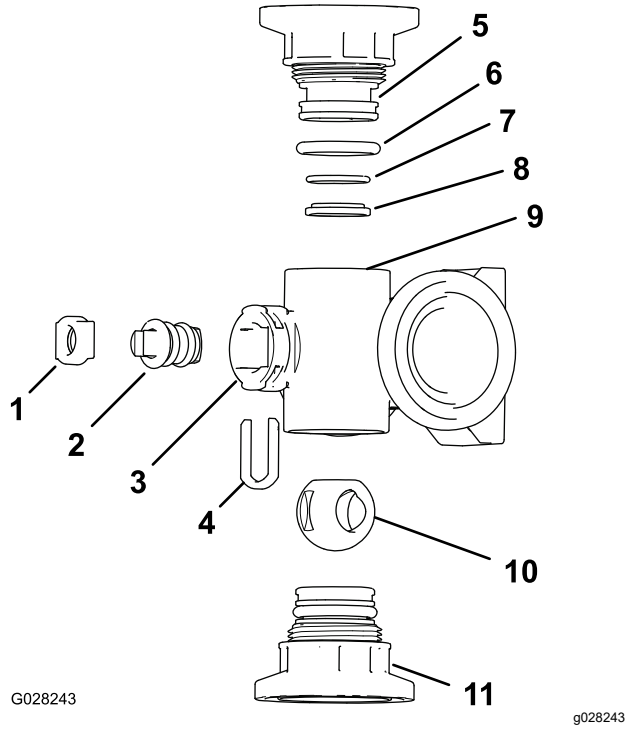
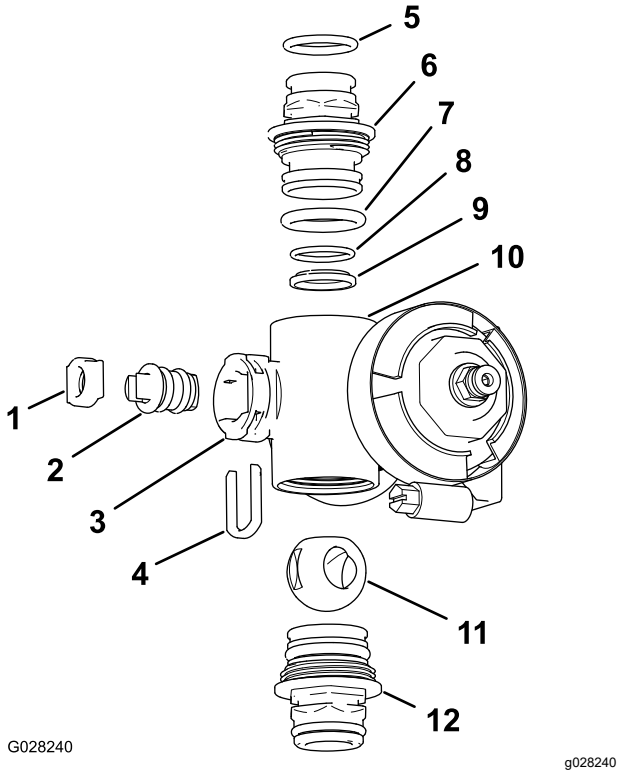

Figura 78
Figura 79
2. Remova os 2 conjuntos de encaixe de tampa de extremidade de cada extremidade do corpo do coletor (Figura 78 e Figura 79).
4. Remova o retentor da haste das fendas no porto da haste no coletor (Figura 78 e Figura 79).
5. Remova o retentor da haste e o assento da haste da válvula do coletor (Figura 78 e Figura 79).
6. Alcance o corpo do coletor e remova o conjunto da haste da válvula (Figura 78 e Figura 79).
1. Verifique a condição dos anéis "O-ring" do encaixe de saída (somente coletor da válvula de seção), os anéis "O-ring" da tampa terminal, os anéis "O-ring" do assento traseiro e o assento da esfera quanto a danos ou desgaste (Figura 78 e Figura 79).
2. Aplique graxa de silicone na haste da válvula e insira-a no assento da haste da válvula (Figura 78 e Figura 79).
3. Instale a haste e o assento da válvula no coletor e prenda a haste e o assento com o retentor da haste (Figura 78 e Figura 79).
4. Certifique-se de que o anel "O-ring" do assento traseiro e o assento da esfera estejam alinhados e assentados no encaixe da tampa terminal (Figura 78 e Figura 79)
5. Instale o conjunto do encaixe da tampa terminal no corpo do coletor até que o flange do encaixe da tampa terminal toque no corpo do coletor (Figura 78 e Figura 79), em seguida, gire o encaixe da tampa terminal por mais 1/8 a 1/4 de volta.